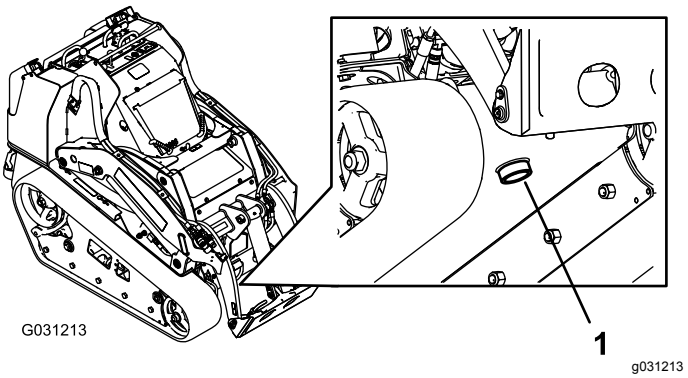

Rysunek 63
7. Umieść duży pojemnik (o pojemności co najmniej 57 litrów) pod korkiem spustowym z przodu zespołu jezdnego (Rysunek 63).
8. Odkręć korek spustowy i poczekaj, aż olej ścieknie do pojemnika (Rysunek 63).